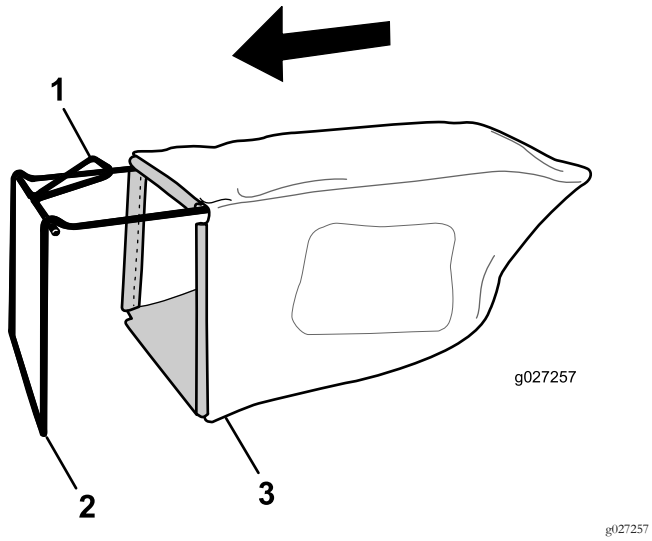

Rysunek 11
1. Nałóż worek na trawę wokół ramy w sposób pokazany na Rysunek 11
Informacja: Nie nakładaj worka na uchwyt (Rysunek 11).